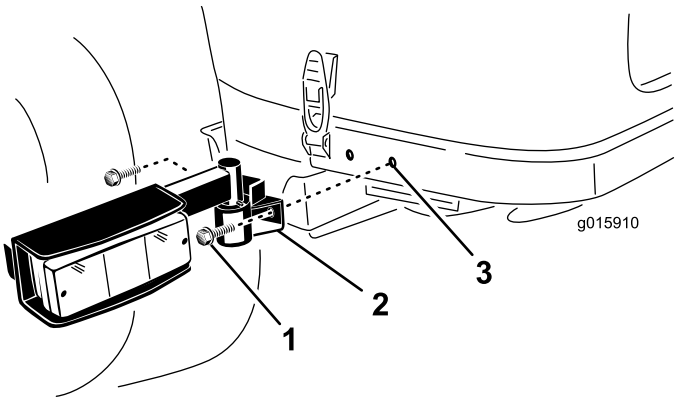

Figur 9
1. Bruk monteringshullene bak panserlåsene, fest en pæreenhet på hver side av bakrammen med (2) 3/8 x 3/4 tommes skivehodeskruer (Figur 9). Hvis monteringshullene ikke er i bakrammen, fortsett til neste trinn